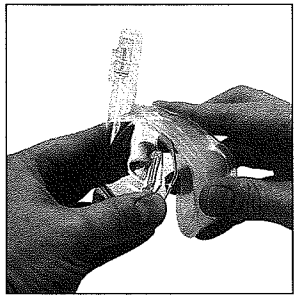
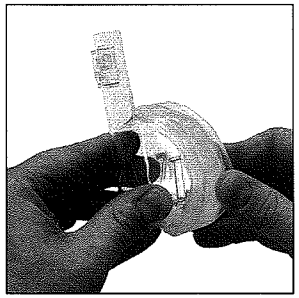

Figura 9
Figura 10
- Ponga nuevamente la almohadilla de la máscara (1) en el cuerpo de la máscara (2) al alinear primeramente la marca de alineamiento en la parte superior de la almohadilla con la flecha de alineamiento en el cuerpo de la máscara, **Figura 8.** En seguida, oprima el área superior de la almohadilla de la máscara hacia el cuerpo de la máscara, **Figura 9**. continúe poniendo la almohadilla de la máscara en los lados y fondo hasta que la almohadilla esté asegurada por completo, **Figura 10.** Si es necesario, ajuste la posición de la almohadilla para eliminar arrugas en la misma.